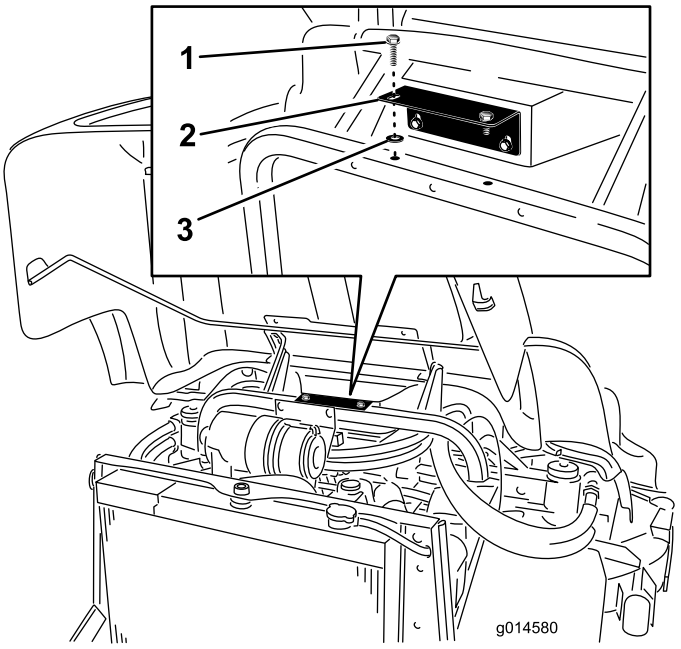

Figure 1
3. Remove the (2) flange head bolts securing the storage compartment support bracket to the frame (Figure 1).